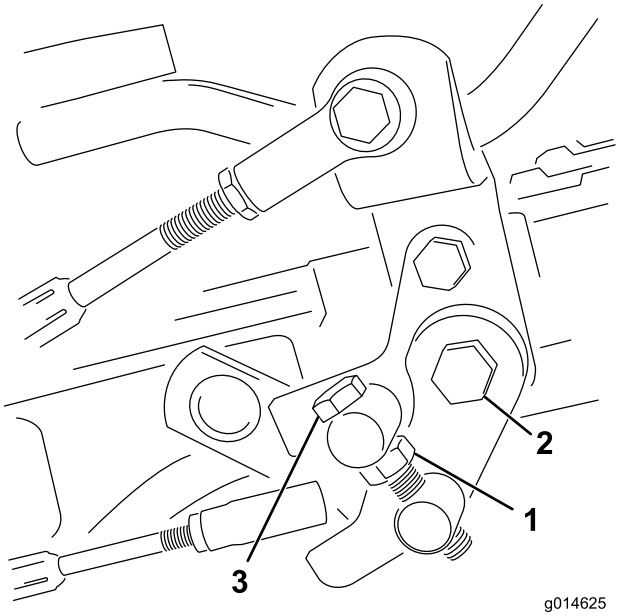

**Figuur 48**
1. Draai de contramoer op de draaitapbout los (Figuur 48).
4. Draai de contramoer op de draaitapbout en de moer op het scharnierpunt van het pedaal vast om de afstelling te vergrendelen (Figuur 48). Controleer de afstelling en stel nogmaals af indien dit nodig is.